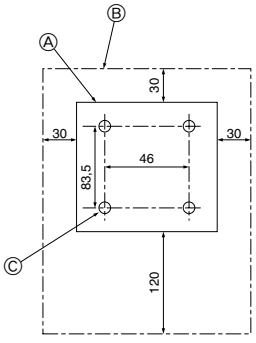

Fig. 6-2
(1) Aufstellungsort für Fernbedienung auswählen. (Fig. 6-2)